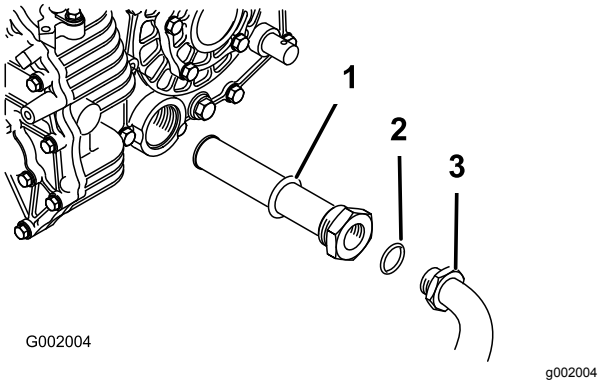

**Figuur 54**
5. Verwijder de hydraulische slang en de 90° fitting (Figuur 54).